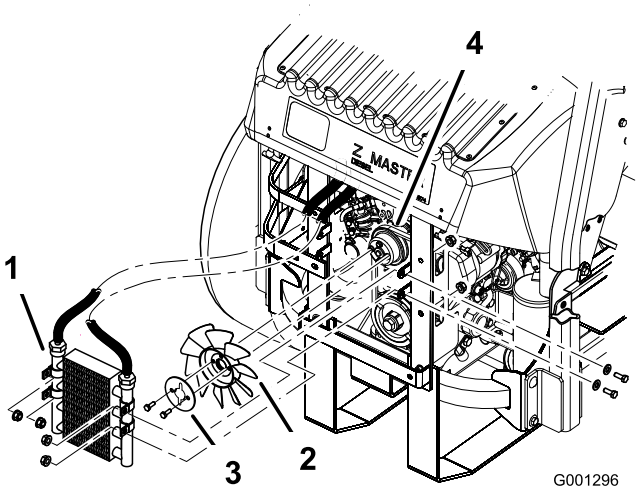

Figur 61
5. Fjern de fire boltene som fester oljekjøleren og plasserer oljekjøleren på siden (Figur 61).
6. Fjern de to boltene som fester viften og vifteplaten til maskinen (Figur 61).
10. Fest viften og vifteplaten til maskinen med de to boltene du fjernet tidligere (Figur 61).
11. Fest oljekjøleren med de fire boltene du fjernet tidligere (Figur 61).